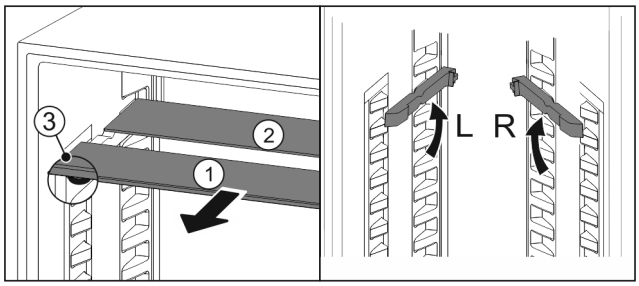

Fig. 84
▶ Extrageți *Fig. 84 (1)* pe rând plăcile de sticlă spre înainte.
▷ Placa de sticlă *Fig. 84 (1)* cu șipca decorativă se află în față.
▷ Opritoarele *Fig. 84 (3)* indică în jos.